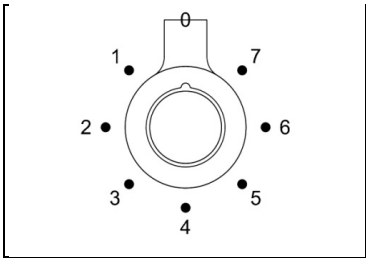

Fig 16
- Druk en draai de knop (Fig.16) tegen de wijzers van de klok tot de gewenste positie.